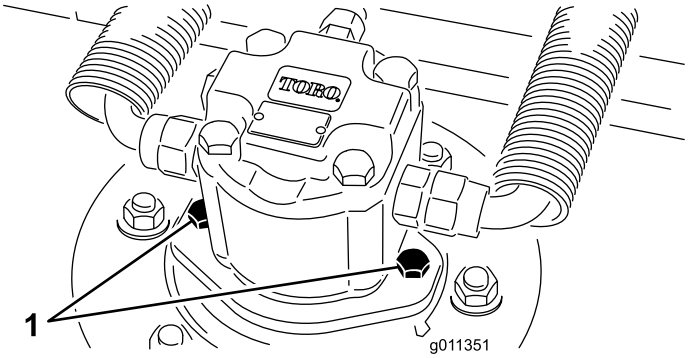

Figur 61
2. Koble fra og fjern den hydrauliske motoren fra klippeenheten (Figur 61). Dekk over toppen av spindelen for å hindre at den blir skitten.
4. Monter den hydrauliske motoren på klippeenheten (Figur 61). Kontroller at O-ringen er på plass og ikke er skadet.